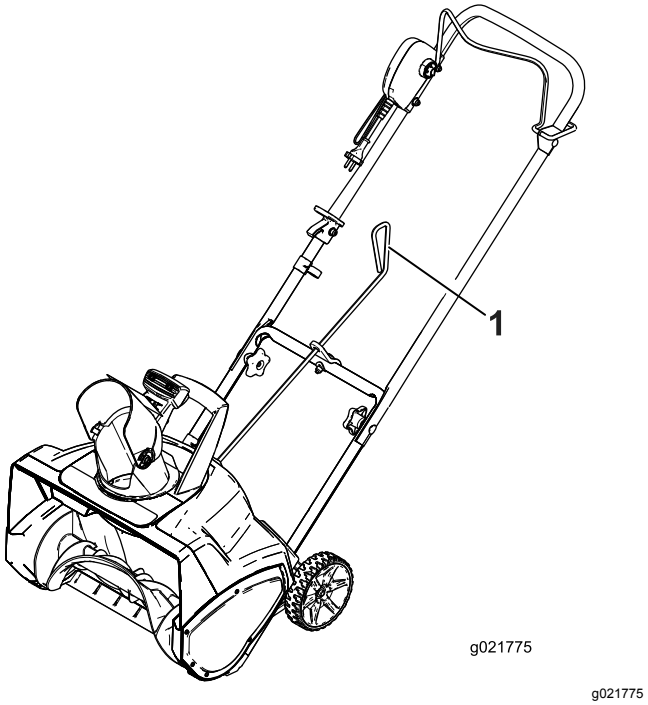
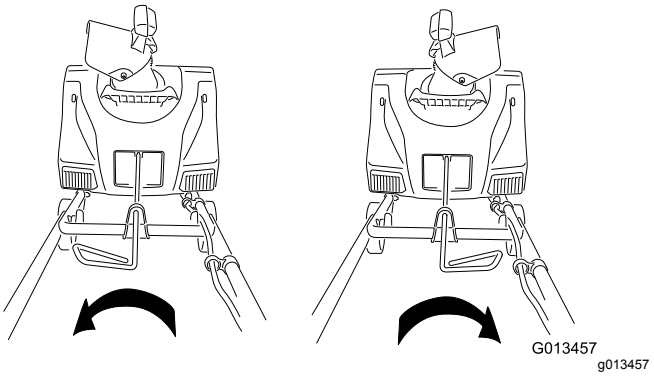

Figuur 6
Figuur 7
4. Zorg dat de handgreep van de bedieningsstang van het kanaal naar boven wijst (Figuur 6) en steek de stang in het spiegat in de achterzijde van de behuizing.
6. Beweeg de hendel van de bedieningsstang van het kanaal om te controleren of hij in dezelfde richting beweegt als het kanaal (Figuur 7).
Om het uitwerpkanaal af te stellen, moet u de handgreep van de bedieningsstang van het kanaal afstellen in de richting waar u de sneeuw wilt werpen (Figuur 6 en Figuur 7).